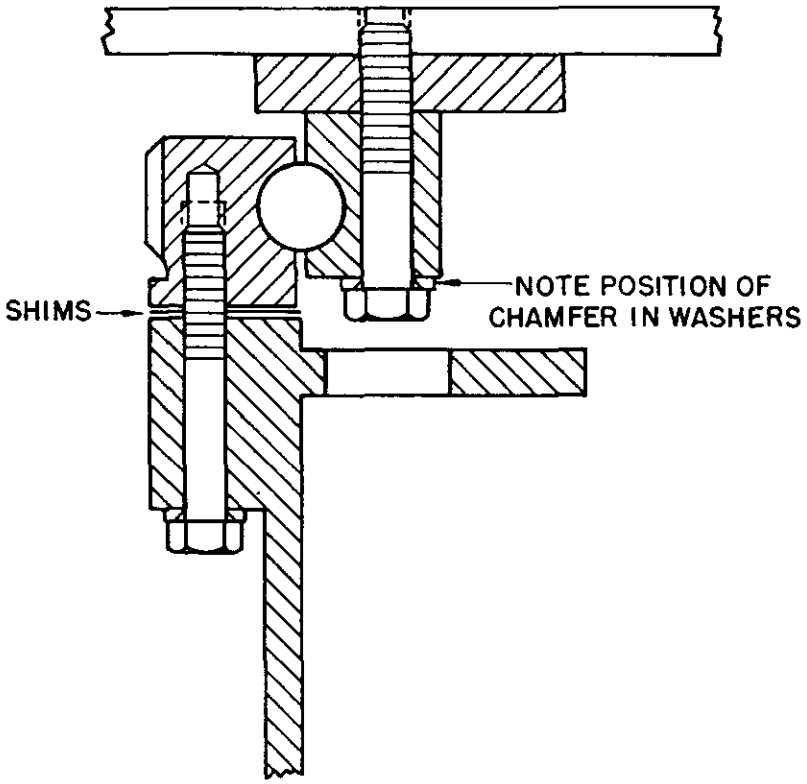

FIGURE 5
B. Install the proper thickness shim(s) (as determined in 2A) at each bolt location to shim the mounting flange flat within 0.005 inches (0.127 mm) total indicator reading and install the bolt and washer. (see Figure 5). Do Not allow the shims to overlap.
E. Install two bolts fore and two bolts aft through the swing bearing into the power package (see Figure 5).